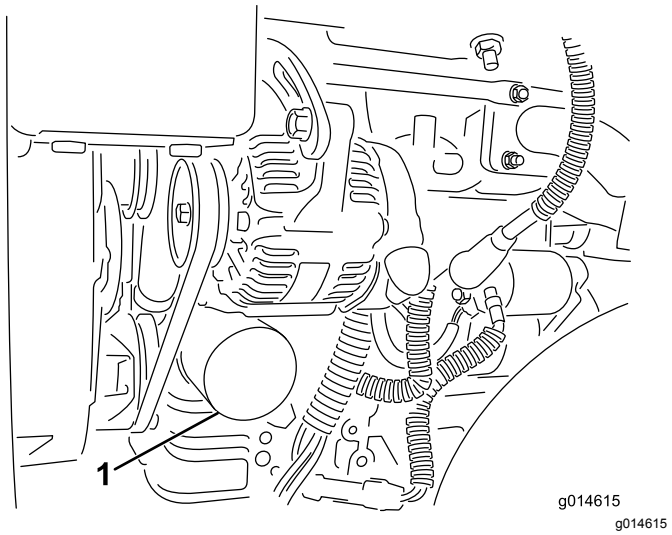

Figur 30
2. Avlägsna oljefiltret (Figur 30). Stryk på ett tunt lager ren olja på den nya filterpackningen.